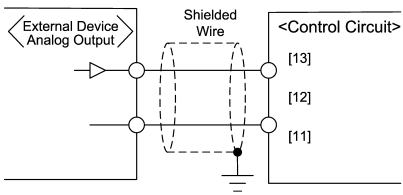

Figure 2.10 Connection of Shielded Wire
- Since low level analog signals are handled, these signals are especially susceptible to the external noise effects. Route the wiring as short as possible (within 20 m) and use shielded wires. In principle, ground the shielding layer of the shielded wires; if effects of external inductive noises are considerable, connection to terminal [11] may be effective. As shown in Figure 2.10, ground the single end of the shield to enhance the shielding effect.